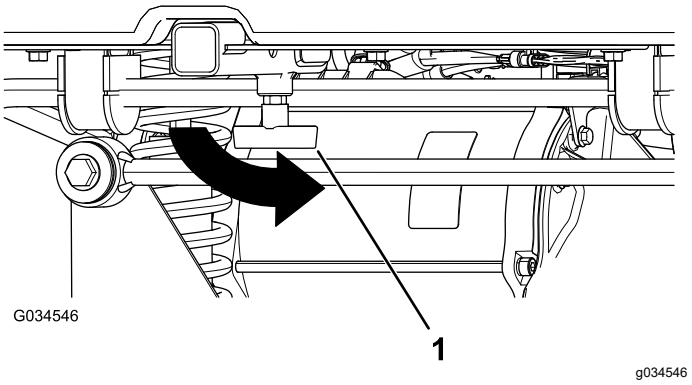

Figur 16
4. Dra åt T-handtaget genom att vrida det moturs (Figur 16).